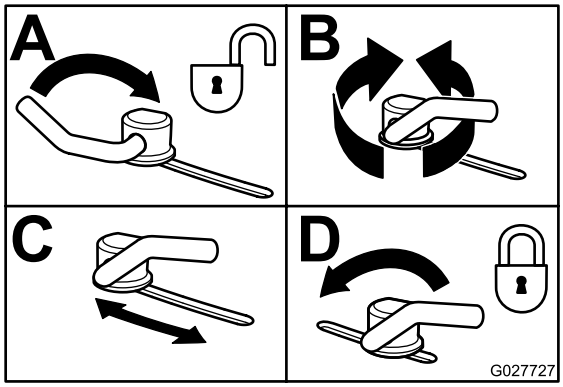

Figuur 31
3. Om de sluitnokken te verstellen, draait u de hendel omhoog om ze los te maken (Figuur 31).
5. Draai de hendel terug om de plaat en de sluitnokken vast te zetten (Figuur 31).